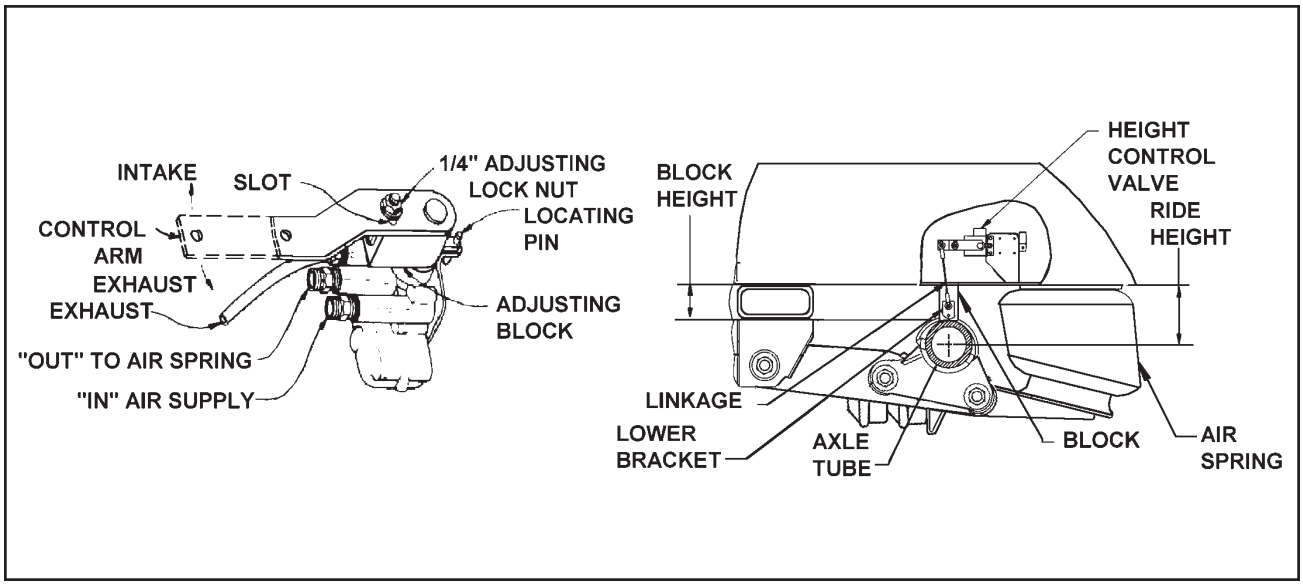

Figure 4-11 Air Ride Height Adjustment
4-7.3 Air Ride Height Adjustment. **(See Figure 4-11** for parts identification**).**
b. Disconnect linkage at the control arm and raise control arm to the “up” position, raising the trailer until a block can be placed between axle tube and undercarriage frame **(See Figure 4-11).**
f. Loosen the 1/4" adjusting lock nut located on the adjusting block, allowing the control arm to move approximately 1 inch. Move the adjusting block until holes align, then insert locating pin. **(See Figure 4-11)**.